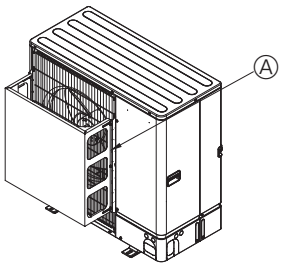

Fig. 1-5
② Install an optional air guide if the unit is installed in a location where strong winds from a typhoon, etc. may directly enter the air outlet. (Fig. 1-5)